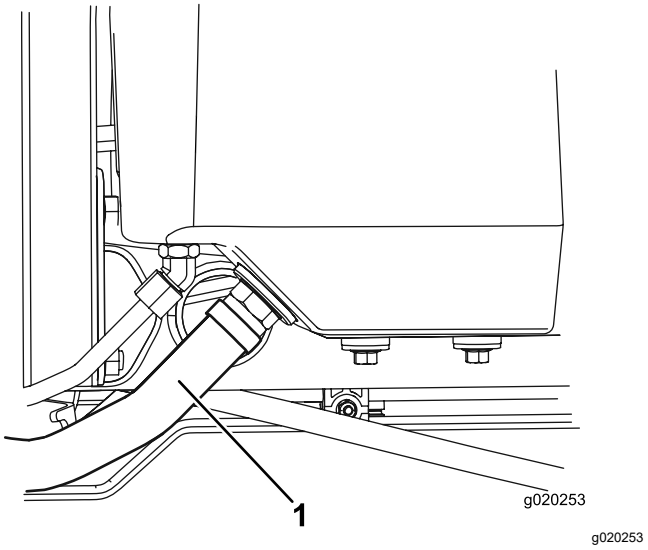

**Figur 81**
2. Frakobl den store hydraulikslange (Figur 81) fra beholderen, og lad hydraulikvæske løbe ned i en drænbakke.